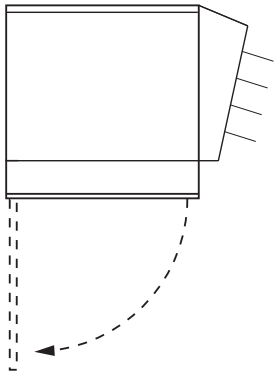

Figura 4
2. Todas las conexiones se hacen dentro de la caja de control, en la parte inferior del calefactor. Para abrir la caja de control, afloje los tornillos que sostienen la cubierta abisagrada en el frente (si la cubierta está ranurada) o quite el (los) tornillo(s) (si la cubierta no está ranurada), y abra la cubierta (Figura 4).